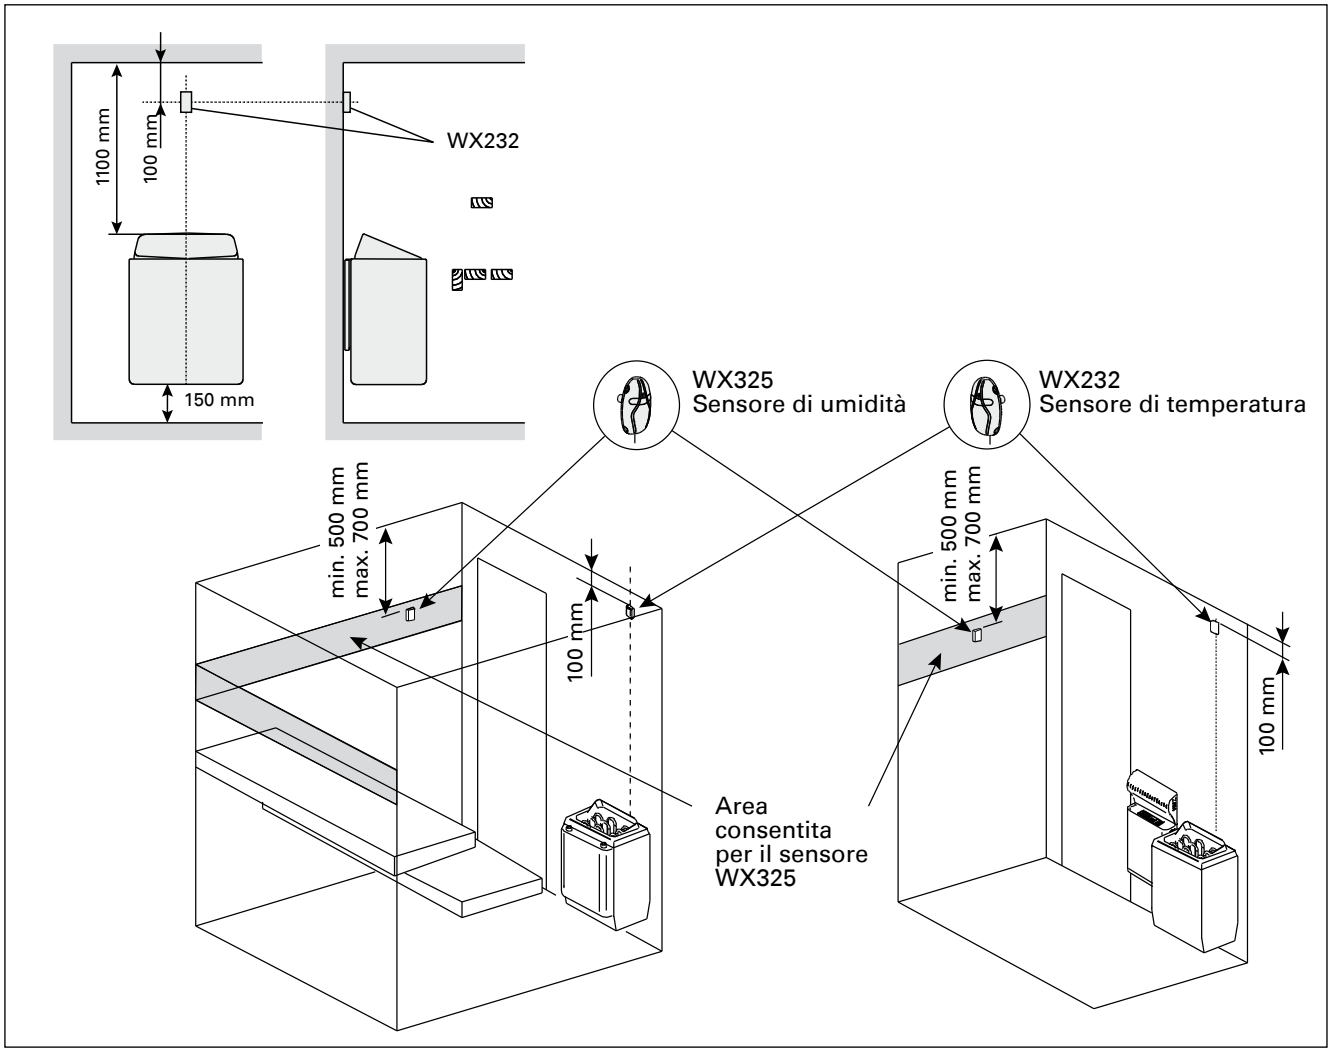

*Figura 8. Posizione dei sensori di temperatura e umidità con stufe montate a parete*
**Stufe montate a parete (figura 8)**